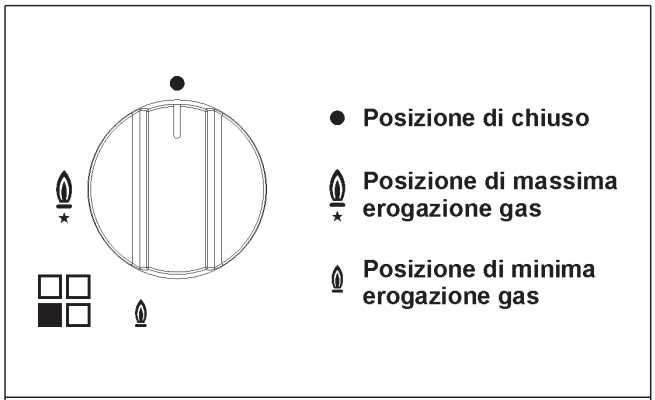

FIG. 1
Premere e ruotare in senso antiorario la manopola corrispondente al bruciatore da usarsi, portarla sulla posizione di Massimo (fiamma grande fig. 1) ed accostare un fiammifero acceso al bruciatore.
Premere e ruotare in senso antiorario la manopola corrispondente al bruciatore da usarsi, portarla sulla posizione di Massimo (fiamma grande fig. 1) quindi premere e rilasciare il pulsante d'accensione "E".
Premere e ruotare in senso antiorario la manopola corrispondente al bruciatore da usarsi, portarla sulla posizione di Massimo (fiamma grande fig. 1) quindi premere la manopola a fondo.
Con i bruciatori dotati di termocoppia di sicurezza, si deve ruotare in senso antiorario la manopola corrispondente al bruciatore da usarsi, portarla sulla posizione di Massimo (fiamma grande fig. 1) sino ad avvertire un piccolo fermo quindi premere la manopola e ripetere le operazioni indicate precedentemente.
- Quando si è giunti all'ebollizione portare la manopola in posizione di Minimo (fiamma piccola fig. 1).
- ***l'accensione dei bruciatori con termocoppie di sicurezza può avvernire solamente quando la manopola è sulla posizione di Massimo (fiamma grande fig. 1).***